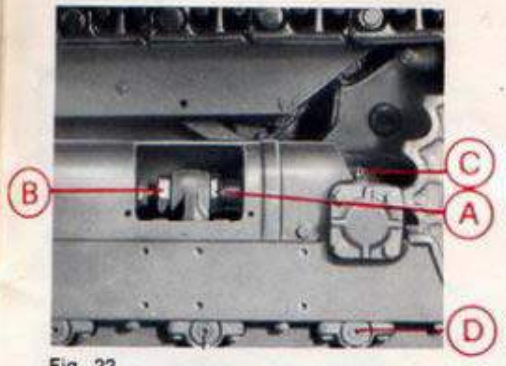

Fig. 22
Ogni 50 ore iniettare grasso nelle articolazioni per mezzo dell'ingrassatore C (Fig. 22).
1) Svitare i tappi di lubrificazione (D Fig. 22) e osservare se esce olio. Nel caso che ciò avvenisse, il lubrificante è sufficiente e non occorre altro.